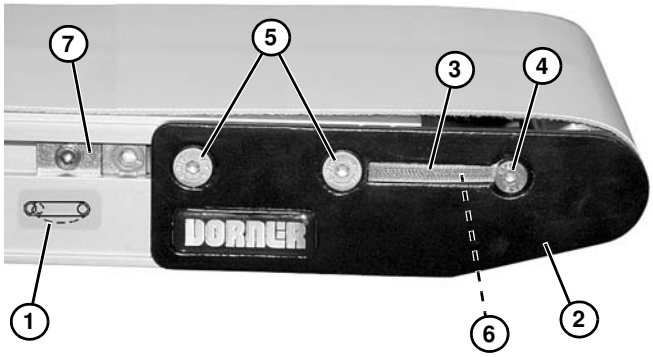

Figure 54
1. Sur l'extrémité où se trouve le tendeur de bande, identifiée par , **(Figure 54, élément 1)** régler l'ensemble de plaque de tête **(Figure 54, élément 2)** :
a. Si le convoyeur est équipé d'un couvercle antipoussière **(Figure 54, élément 3)**, retirer la vis **(Figure 54, élément 4)** et le couvercle sur les deux côtés du convoyeur. Replacer la vis **(Figure 54, élément 4)**.
b. Sur les deux côtés du convoyeur, desserrer les vis de fixation **(Figure 54, élément 5)** et tourner l'engrenage à pignons **(Figure 54, élément 6)** pour régler l'ensemble de plaque de tête.
3. Après réglage d'une tension correcte, serrer au couple de 7 N.m les vis de fixation **(Figure 54, élément 5)** sur les deux côtés du convoyeur.
4. Si le convoyeur en est équipé, installer les couvercles antipoussières **(Figure 54, élément 3)**.
5. Si le convoyeur est équipé de rives de guidage **(Figure 54, élément 7)**, positionner la bande et régler sa course. Voir « Guidage de la bande du convoyeur » en page 26.